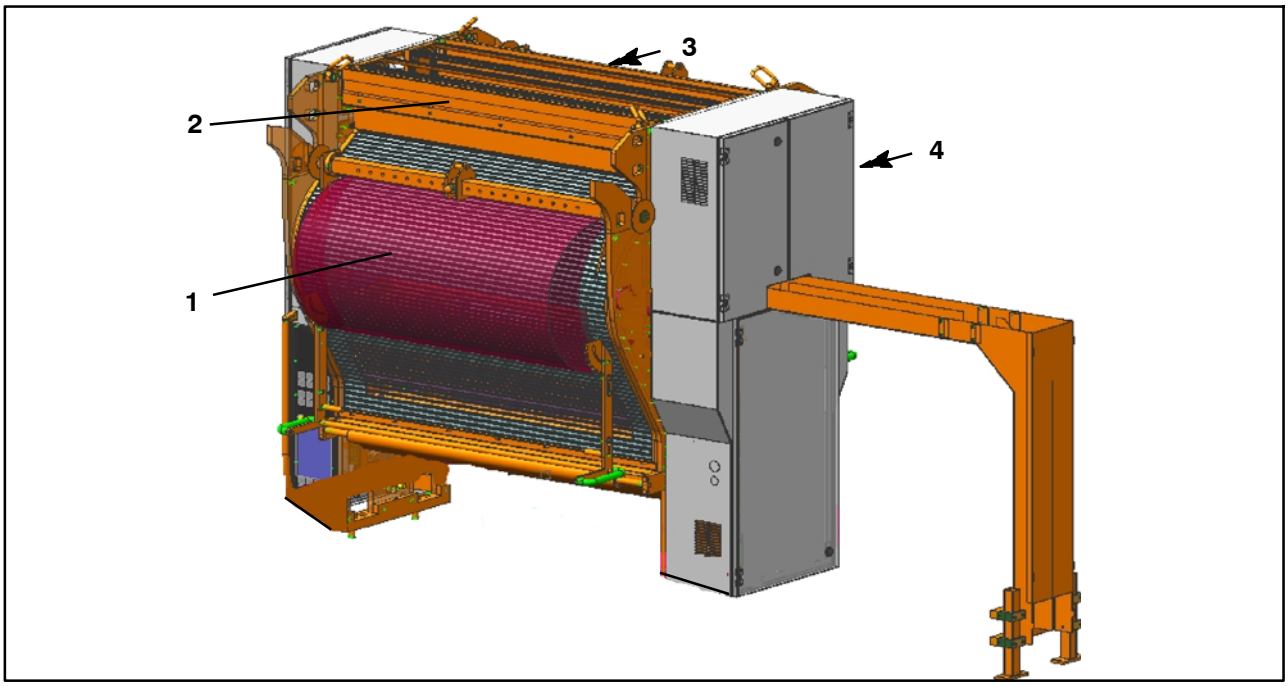

Fig. 10 Vue du côté entraînement
- Les dispositifs de protection (Fig. 10/1) au niveau du dérouleur (= côté margeur) et (Fig. 10/4) de l'enrouleur (= côté réception) sont des portes roulantes.
- Les dispositifs de protection (Fig. 10/2 et Fig. 10/3) sont vissés.